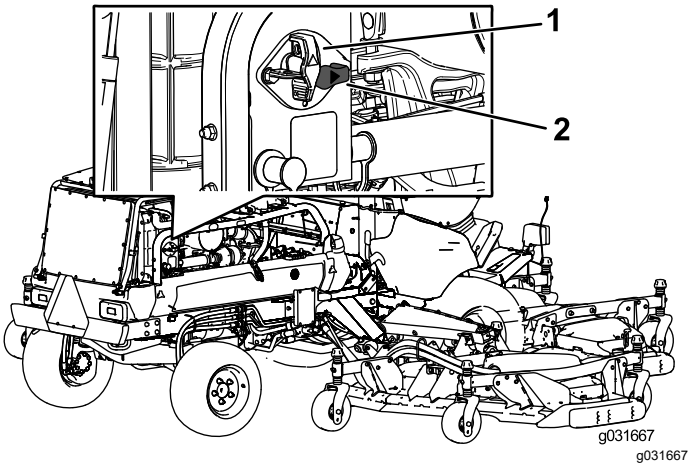

**Figuur 74**
- Om de machine van elektrische stroom te voorzien, draait u de afkoppelschakelaar van de accu rechtsom naar de stand AAN (Figuur 74).
- Om de elektriciteitsvoorziening van de machine uit te schakelen, draait u de afkoppelschakelaar van de accu linksom naar de stand UIT (Figuur 74).